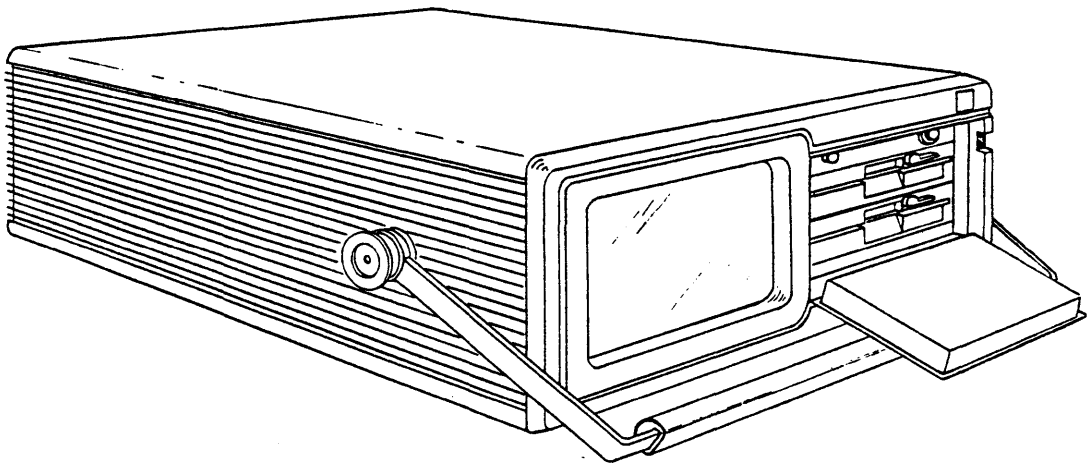

Figure 3-1. LA Disk Access
1. Open the keypad by pulling the top of the panel toward you, as shown in Figure 3-1. Open the disk drives by pulling the levers up. Remove the protective white cardboard from the disk drives.